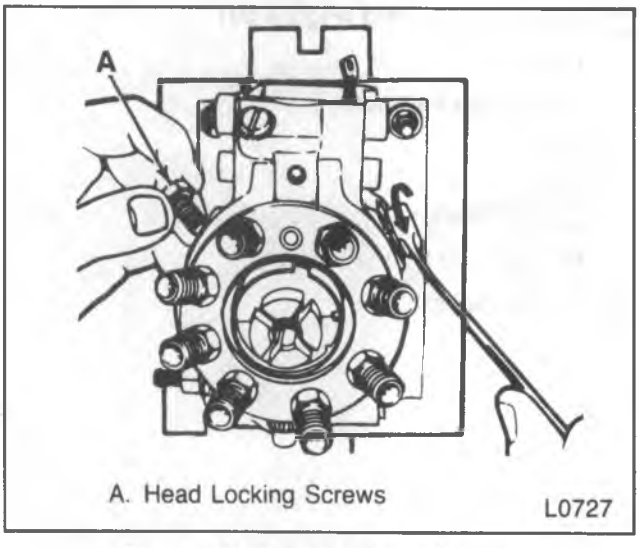

Figure 33—Head Locking Screws
8. Head locking screws (figure 33).
3. Head locking screws loosely (figure 33).